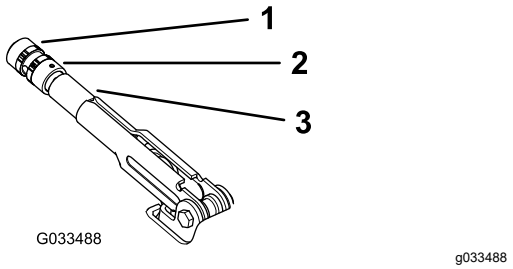

Figur 60
2. Løsn sætskruen, der fastgør skruen til parkeringsbremsehåndtaget (Figur 60).
3. Drej grebet (Figur 60), indtil der kræves en kraft på 20 til 22 kg for at aktivere håndtaget.
4. Tilspænd sætskruen, når du er færdig (Figur 60).